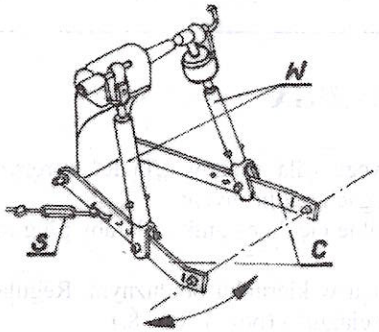

Rys. 9.
- Wypoziomuj wstępnie pług w kierunku poprzecznym regulując długość wieszaków (W) układu hydraulicznego ciągnika. (rys. 9.)
Wypoziomuj pług w kierunku poprzecznym za pomocą wieszaków ciągnika (rys.9.)